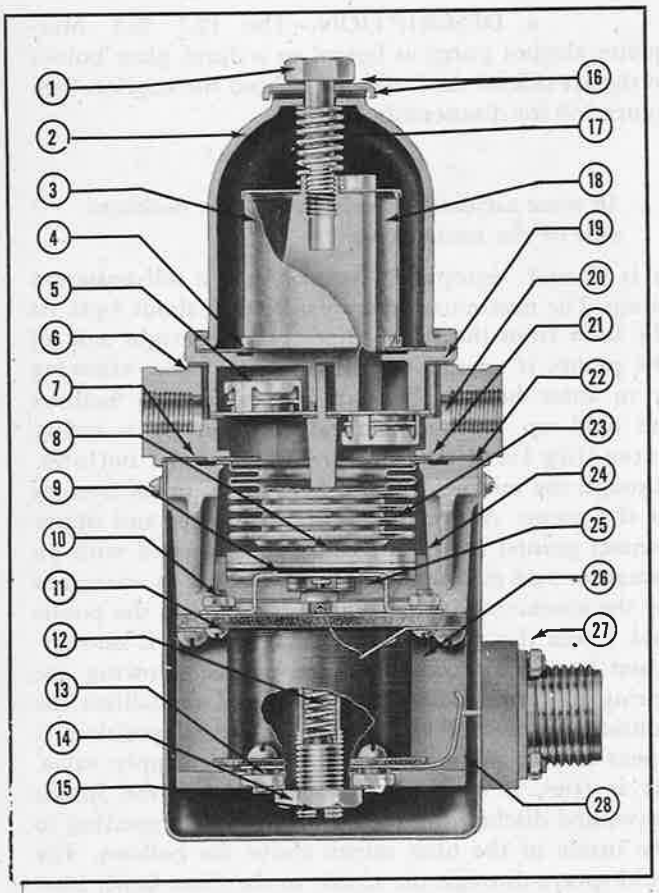

Figure 568—Windshield Anti-Icer System Electric Pump (Cutaway View)
a. DESCRIPTION.—The (2.7 lb.) Marquette alcohol pump is bolted to a dural plate bolted to the aft side of the bulkhead behind the copilot. (See figure 568 for disassembly.)